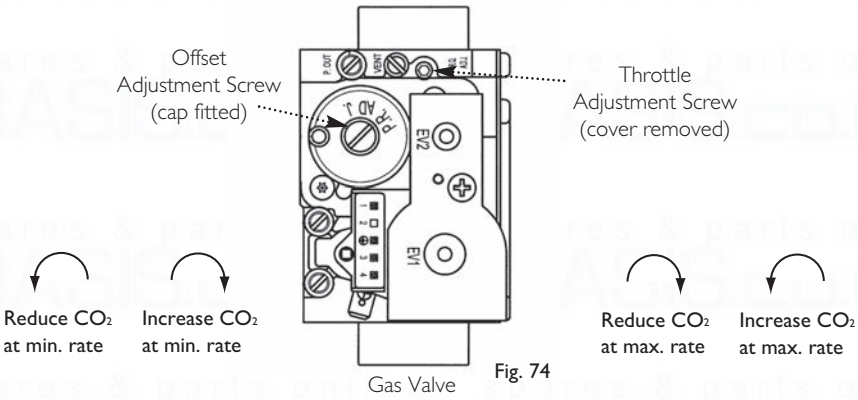

Fig. 74
8. It is possible to alter the $CO_2$ by adjustment of the gas valve. Remove the plastic cover from the Throttle Adjustment Screw. At maximum rate the Throttle Adjustment Screw should be turned, using a suitable hexagon key, until the correct reading is obtained (Fig. 74). Turning clockwise will reduce the $CO_2$. Anticlockwise will increase the $CO_2$.
10. With the boiler on minimum, the Offset Adjustment Screw must be altered, using a suitable hexagon key, after removing the cap (Fig. 74). Turning anti-clockwise will reduce the $CO_2$. Clockwise will increase the $CO_2$.